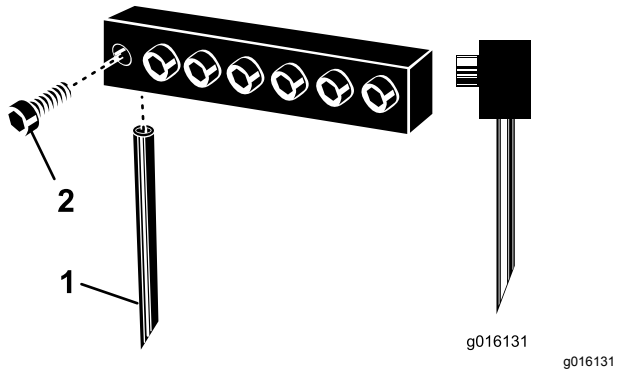

**Figur 30**
3. Lossa klämbultarna och ta bort de luftarpinnar som användes tidigare (Figur 30).
**Obs:** Placera ihåliga hålpipor med utmatningsskåran bakåt. Placera solida luftarpinnar med den vinklade pinnspetsen vänd mot maskinen (Figur 30).